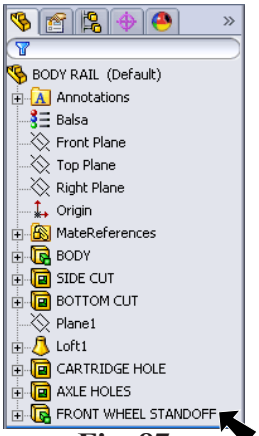

Fig. 87
Step 1. **Rename Boss-Extrude1** to **FRONT WHEEL STANDOFF** in the Feature Manager, **Fig. 87**. To rename, click **Boss-Extrude1** name in Feature Manager and press **F2** on keyboard. Key-in **FRONT WHEEL STANDOFF**.